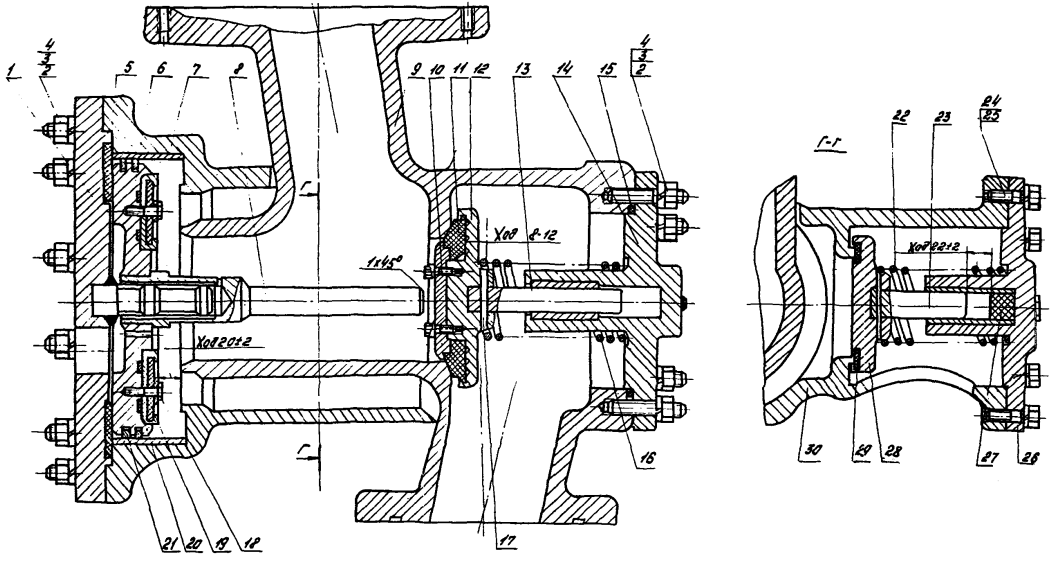

Рис.29. Дутьевой клапан отделителя:
27.3. Отвинтить гайки 3 (рис.29), снять крышку I с уплотнением 5, вынуть поршень 6 со штоком 8 и цилиндр 7.